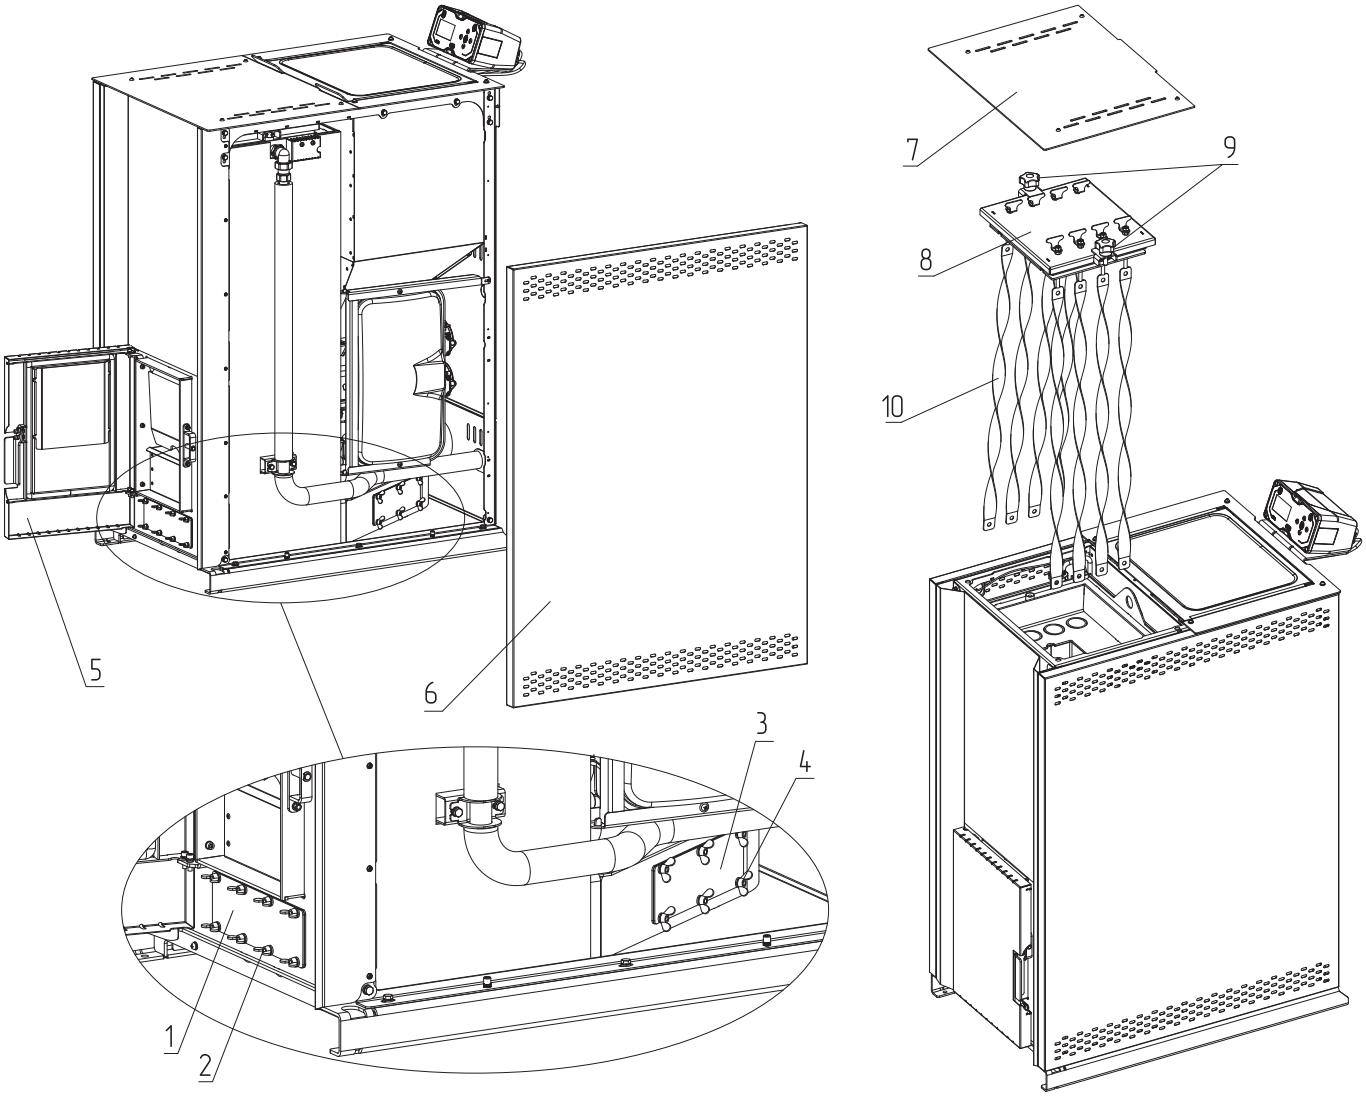

Рис. 14 Чистка теплообменника
Дымление через турбулизаторы	Дымление через турбулизаторы (**Рис. 14**, **поз. 10**), установленные в крышке теплообменника, может быть кратковременным при плохой тяге или после отключения электроэнергии, когда котел был в работе
1. Снимите крышку котла (**Рис. 14**, **поз. 7**);
2. Открутите два барашковых болта (**Рис. 14**, **поз. 9**) и снимите заглушку (**Рис. 14**, **поз. 8**) вместе с турбулизаторами (**Рис. 14**, **поз. 10**);
1. Открутите гайки барашковые (**Рис. 14**, **поз. 2**, **поз. 4**) с прочистных заглушек (**Рис. 14**, **поз. 1**, **поз. 3**);
2. Снимите заглушки (**Рис. 14**, **поз. 1**, **поз. 3**);